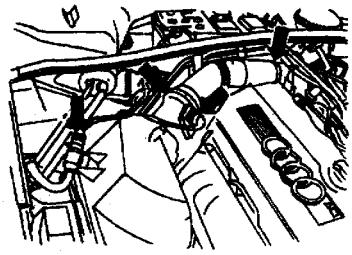

图 1－7
(8) 拆下发动机控制单元（ECU），同时拔掉 ECU 的线束插头，如图 1－8 所示。